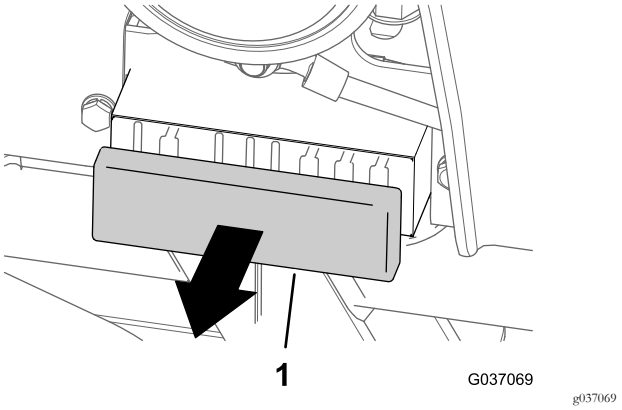

Figura 36
1. Rimuovete il coperchio dal portafusibili (Figura 36)
3. Montate il coperchio sul portafusibili (Figura 36).